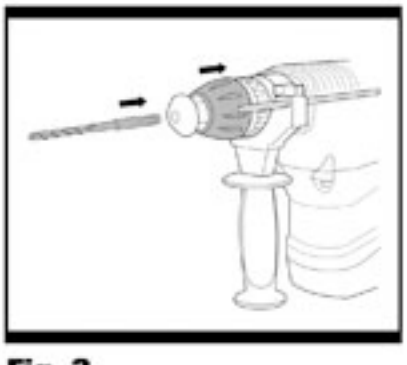
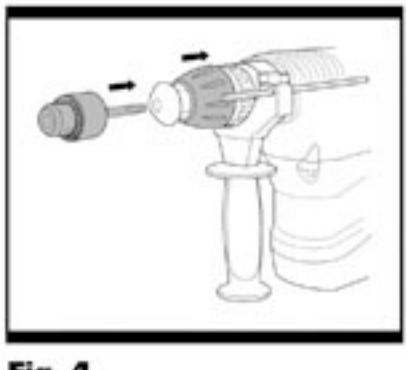

Fig. 3
Fig. 4
3. INSERTAR LOS ACCESORIOS O PORTABROCAS SDS (Fig. 3 & Fig. 4)